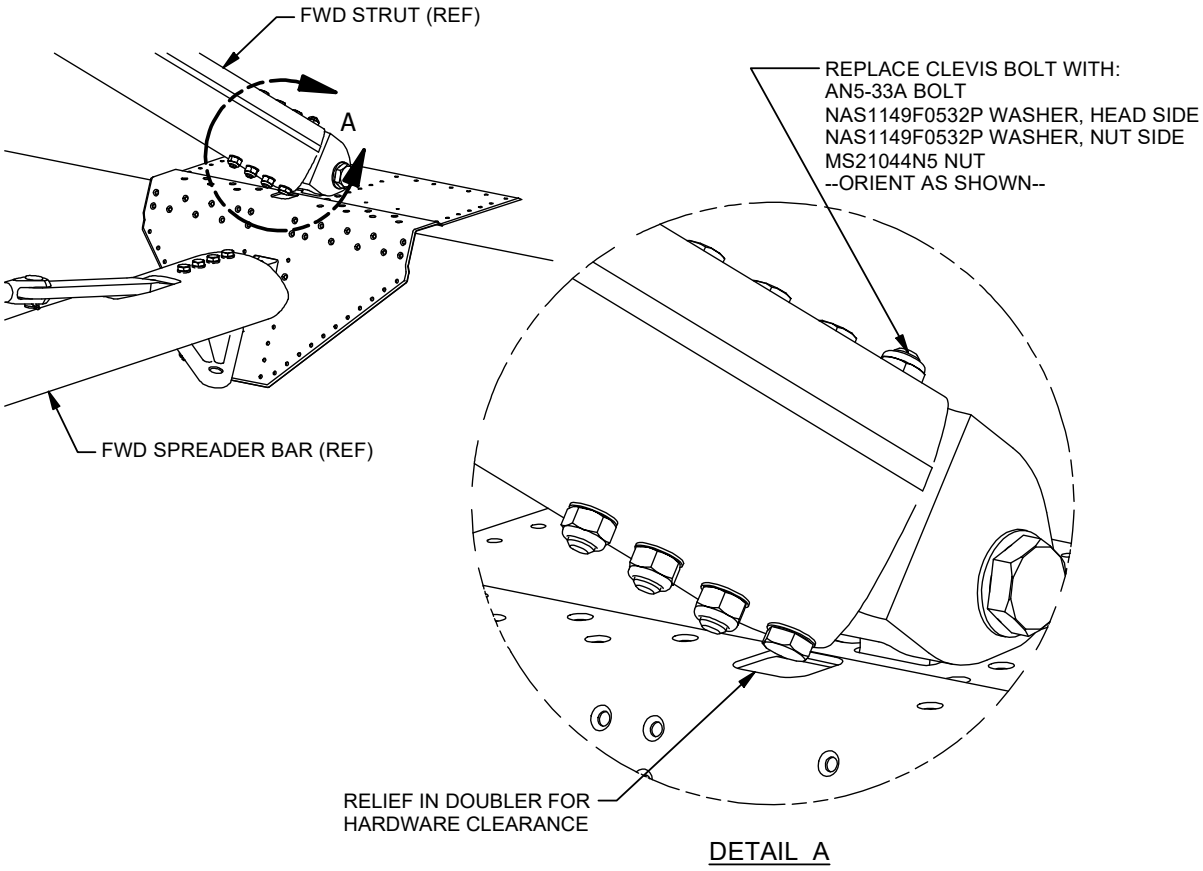

Figure 1 - Repair Overview
13. Install new strut hardware. Refer to Figure 1. Apply Tef-Gel (or equivalent) and torque to 48-68 in-lbs (60-85 in-lbs dry torque).